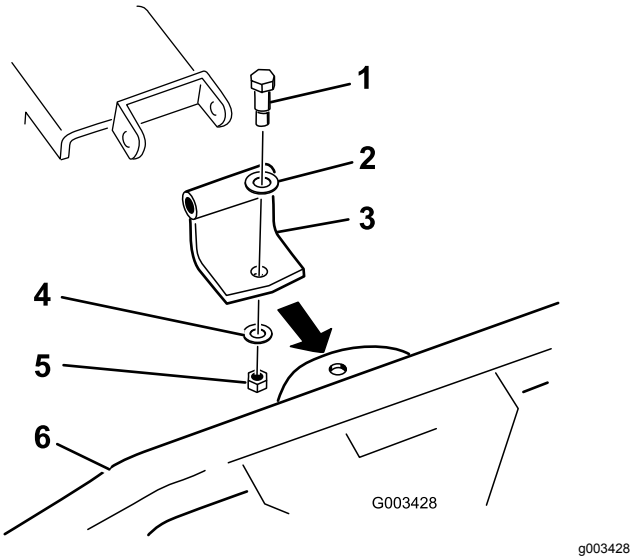

Figur 3
1. Monter det buede aksebeslag på løvriven som vist i Figur 3.